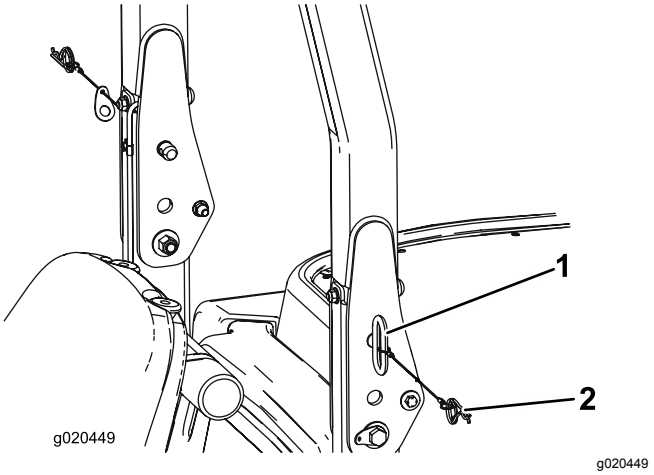

Figur 55
1. Fjern låseclipsene og de to pinde for at sænke styrtbøjlen (Figur 55).